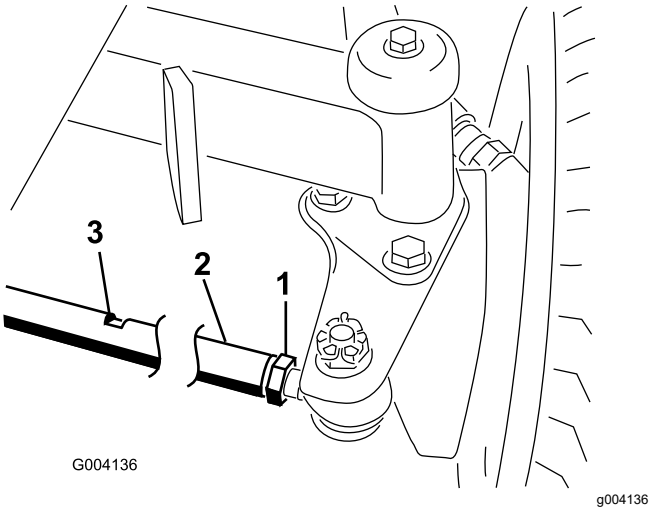

Figuur 107
1. Draai de contramoeren aan de uiteinden van de trommel van de tractiestang los (Figuur 107).